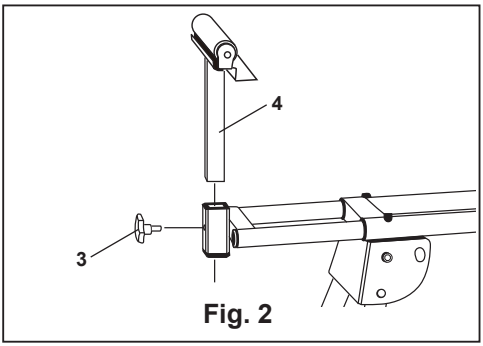

Fig. 2
1. Deslice el riel del soporte de la pieza de trabajo (4) a través del orificio en la parte superior del encaje de montaje del soporte de la pieza de trabajo.
2. Inserte la perilla de ajuste de la altura (3) a través del pequeño orificio que hay en un lado del encaje de montaje del soporte de la pieza de trabajo y apriétela para fijarla. (Ver Fig. 2)